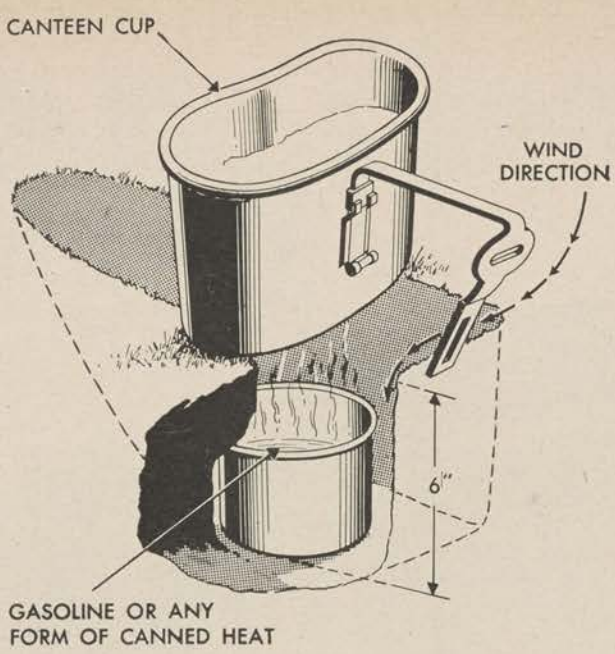

Figure 30. A type of simple heating expedient.
d. To get the best results from an improvised stove, scoop a narrow trench in the ground, about 8 inches long and sloping to a depth of 6 inches or less at one end. (See fig. 30). Place the heating material at the deep end (which should be toward the wind) and place a canteen cup or cooking vessel over this end of the trench. Regulate the draft by adjusting the position of the cup.